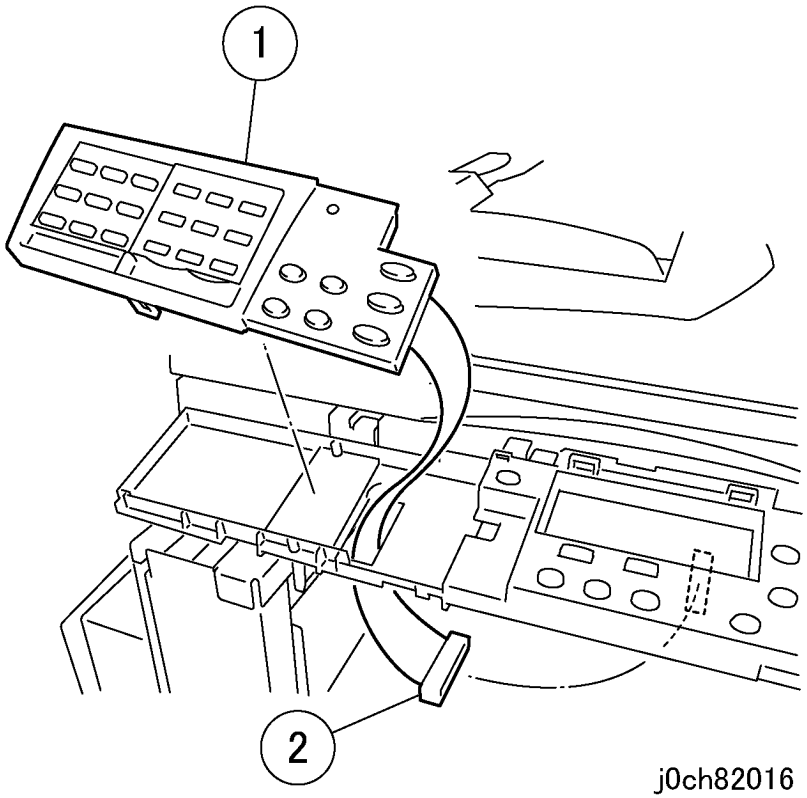

Рисунок 16 Установка панели управления факсом (j0ch82016)
19. Установите панель управления факсом (рисунок 16).